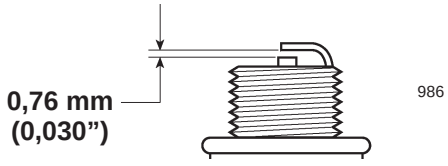

Abbildung 32
4. Den Elektrodenabstand an der neuen Kerze wie in Abbildung 32 gezeigt einstellen.